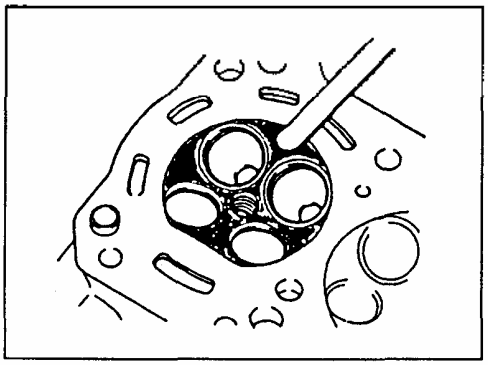

Рис. 106
**Для снятия нагара используйте специальный инструмент. Во время снятия нагара не повредите, и не поцарапайте поверхность металла. То же самое касается клапанов и седел клапанов (Рис. 106).**